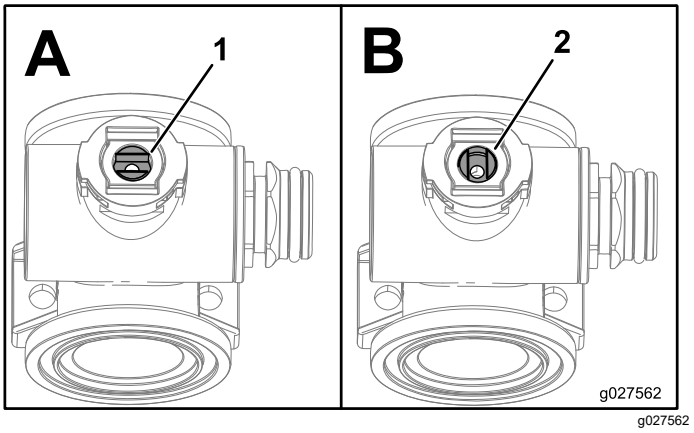

Figur 128
1. Placera ventilskaftet så att ventilen är stängd (B i Figur 128).